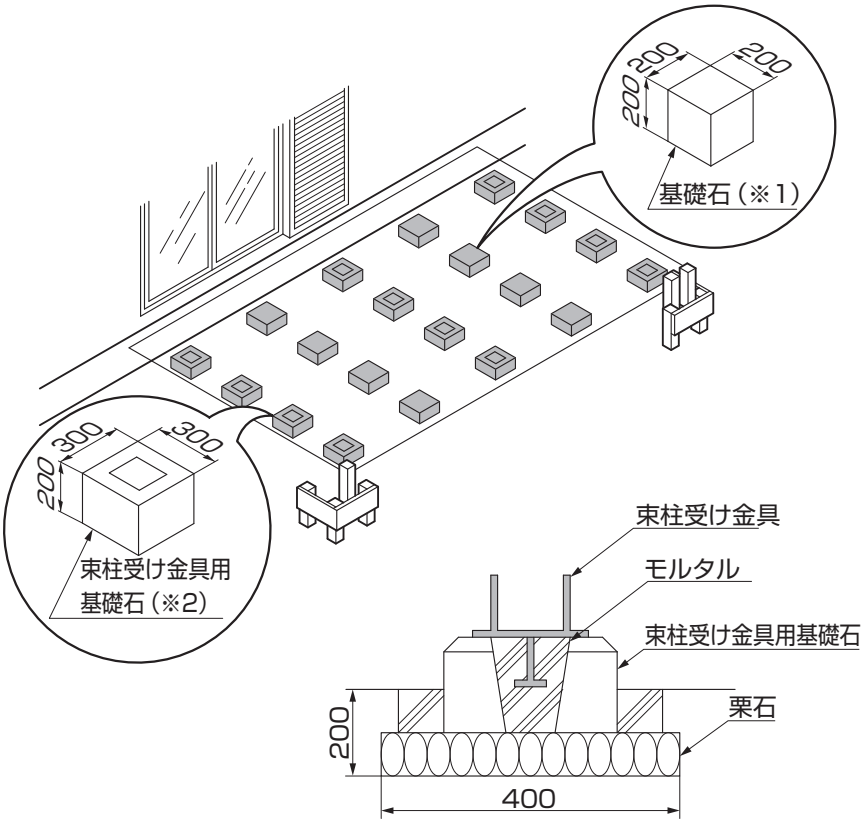

図1-1
②基礎石のレベルを出してください。
③図1-1のように、束柱受け金具用基礎石にモルタルで、束柱受け金具を埋込んでください。
④基礎石のまわりをコンクリートで固めてください。